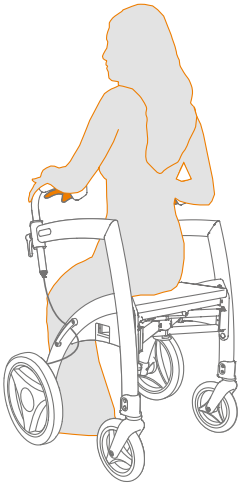

Figure 23: Sitting on the rollator seat.
b. Sit down on the rollator seat from the rear **(Figure 23)**. Always ensure that the Rollz Motion walker is in the parking position.